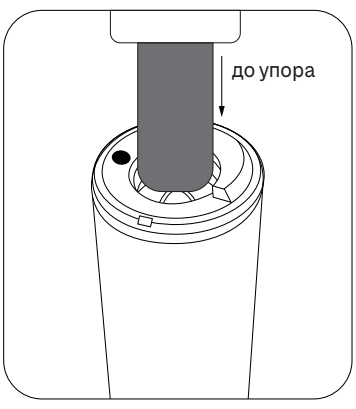

Рис.3
- Возьмите наконечник в руку головкой вниз, подайте смазку сильным нажатием со стороны подключения микромотора непрерывно в течении 2 секунд (рис.3). В случае наличии грязи на салфетке - повторить.